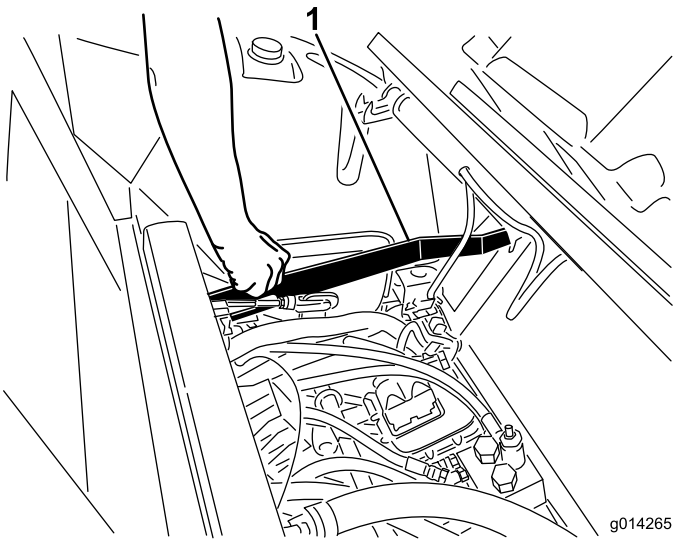

Figure 13
1. Pull up on the seat latch release bar and lower the seat into the locked position (Figure 13).